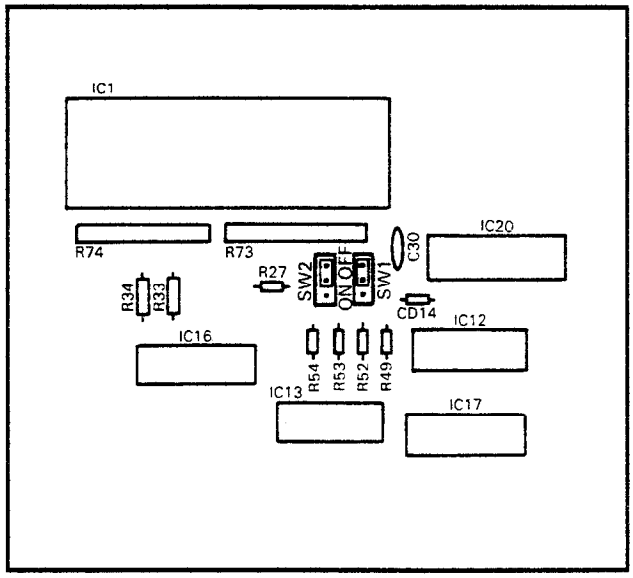

FIGURE 10
05.22 Remove the HOXB cover and locate the two operational mode straps on the HOXU PCB (mounted to the HOXB base). As shown in Figure 10, the straps are located in the center of the PCB: **SW1** controls the operation of OPX telephone #1; **SW2** controls OPX telephone #2. Set each switch to ON for dial pulse (DP) or OFF for DTMF (MF) tone output, as required. After setting the straps, reinstall the cover and secure it to the base. The MF position does not allow Toll Restriction for the OPX station.